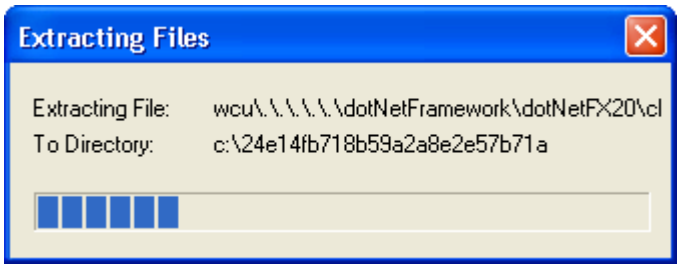

Figure 13.6-1 Extracting the files «Microsoft .NET Framework 3.5 SP1»
3. Extracting files message will be displayed as a result (Figure 13.6-1).